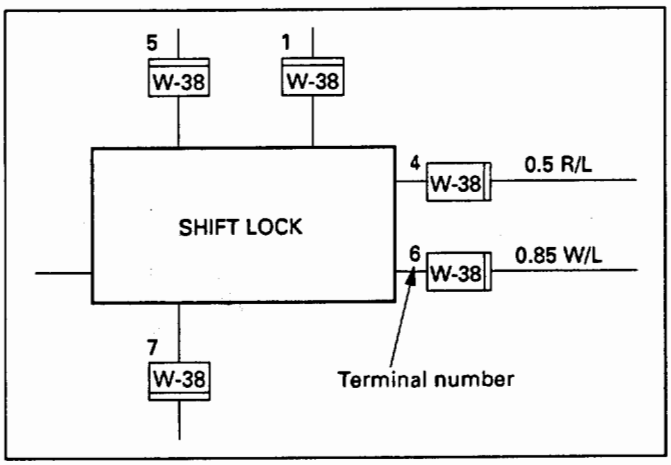

Fig. 8-35
- The applicable terminal number is shown for each connector (Fig. 8-35).